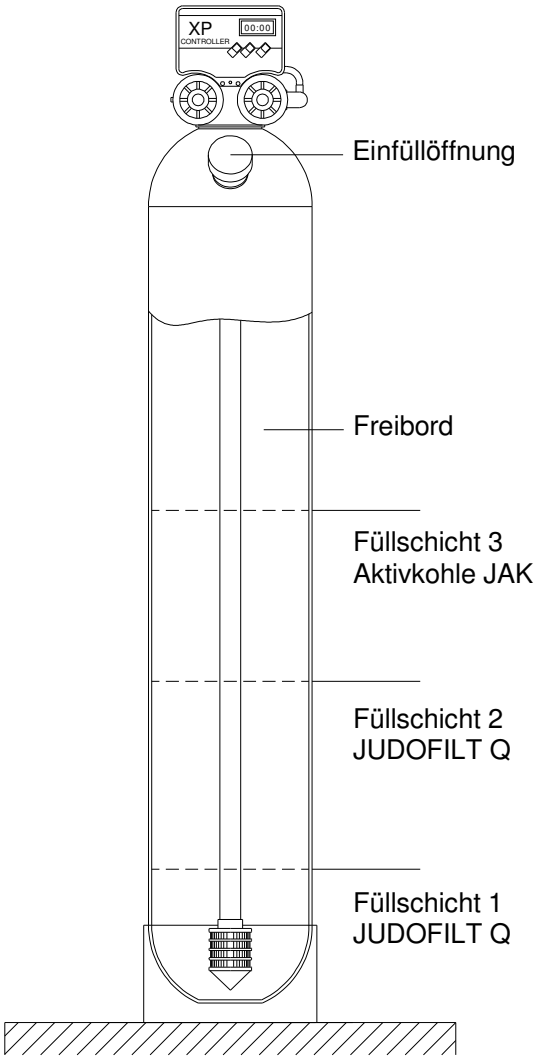

Abb. 6: Füllschema JEF-AK 2-6 K-A
3. Mitgeliefertes Filtermaterial einfüllen, Reihenfolge, Körnung und Menge nach Tab. 4 und Abb. 6 beachten.
5. Meterstab senkrecht durch die Einfüllöffnung bis an die Oberfläche des Filtermaterials führen und Freibordhöhe an der Unterkante der Einfüllöffnung ablesen (siehe Abb. 6).